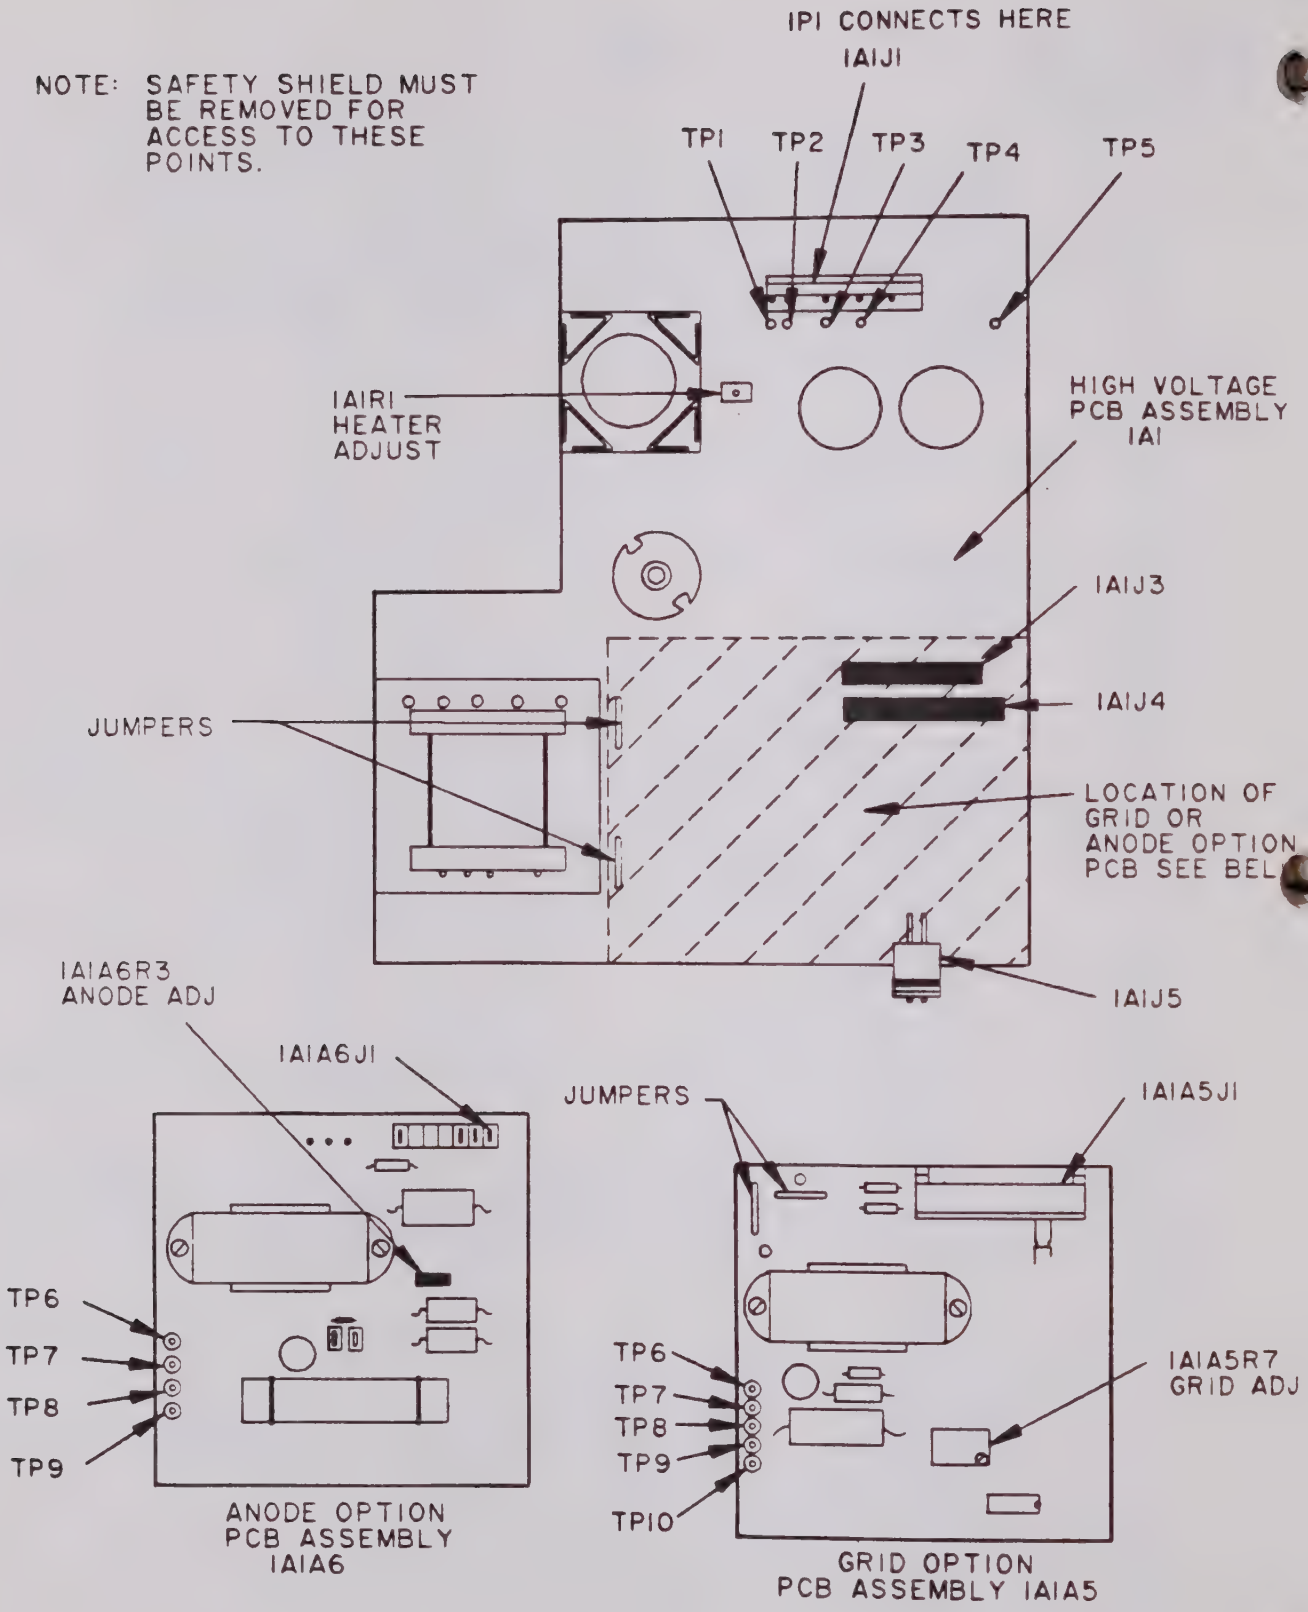

FIGURE 5-3
Proceed as follows: (See Figure 5-3)
5.5.2 High Voltage Assembly Adjustments. (See Figure 5-3)
5.5.3 Optional Anode Adjustment (See Figure 5-3)
1. For negative grid operation refer to Table 5-5 and verify that jumpers 1-2 and 4-5 are installed properly. (See Figure 5-3)
(SEE FIGURE 5-3)